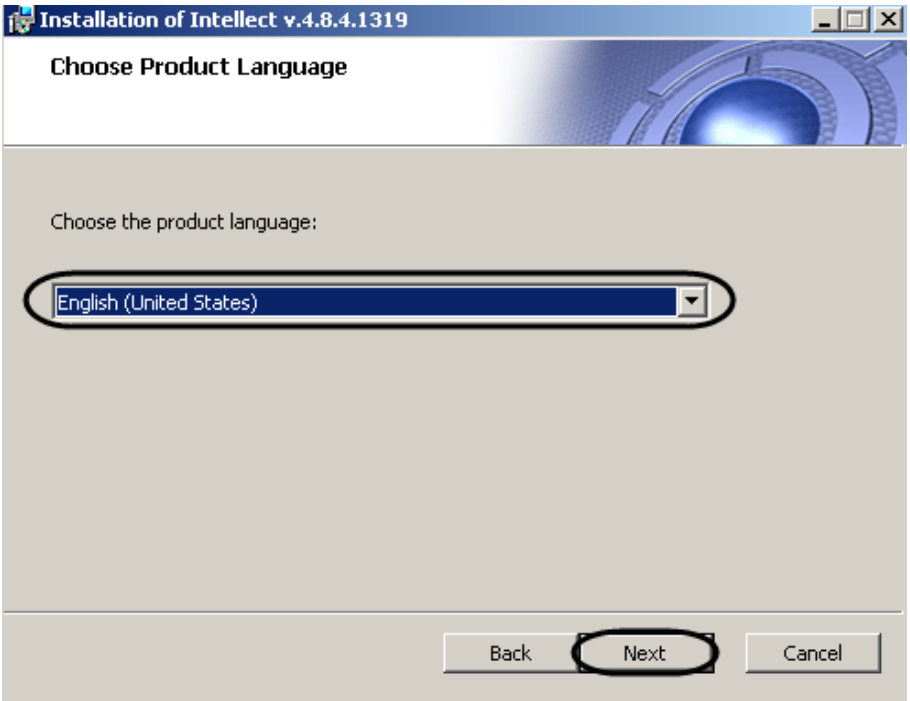

Figure 5.1-10 The “Choose Product Language” dialog box
The dialog box of choosing language is displayed (Figure 5.1-10).
12. Choose the required language in the list (Figure 5.1-10).
13. Click the “Next” button (Figure 5.1-10).